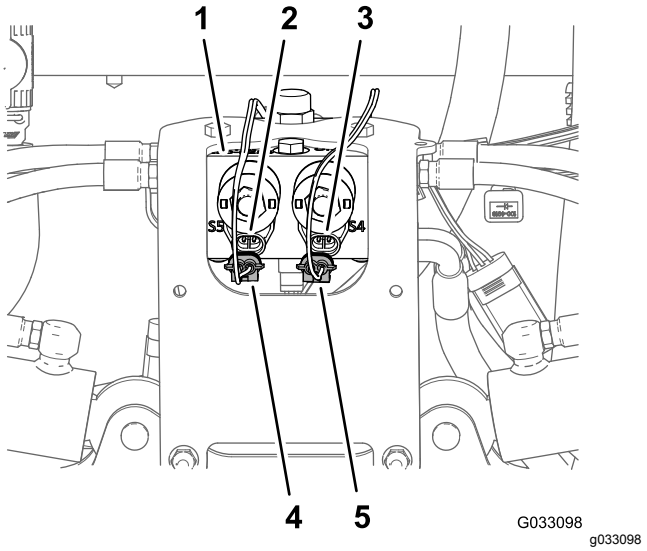

Figuur 16
1. Maak de 2-polige connector van de kabelboom van de ultrasone spuitboom los van de 2-polige connector van de rechter magneetklep inschakelen/vrijgave van het verdeelstuk van de hefcilinder (Figuur 16).
2. Maak de 2-polige connector van de kabelboom van de ultrasone spuitboom los van de 2-polige connector van de linker magneetklep inschakelen/vrijgave van het verdeelstuk van de hefcilinder (Figuur 16).